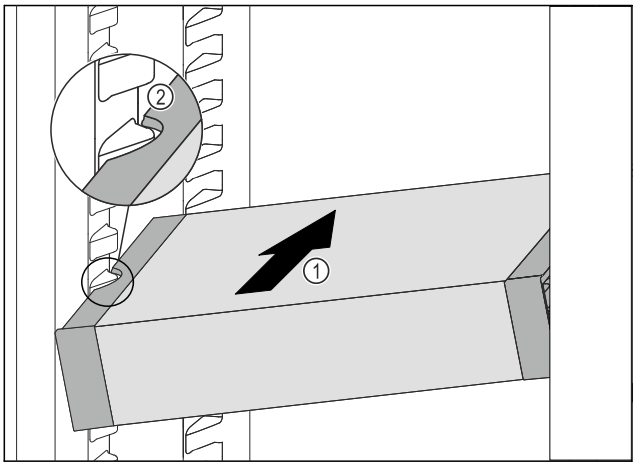

Fig. 205
▶ Insert the VarioSafe into the fridge section at an angle *Fig. 205 (1)* until the recesses in the side *Fig. 205 (2)* of the VarioSafe are at the level of the support rib in the fridge section.